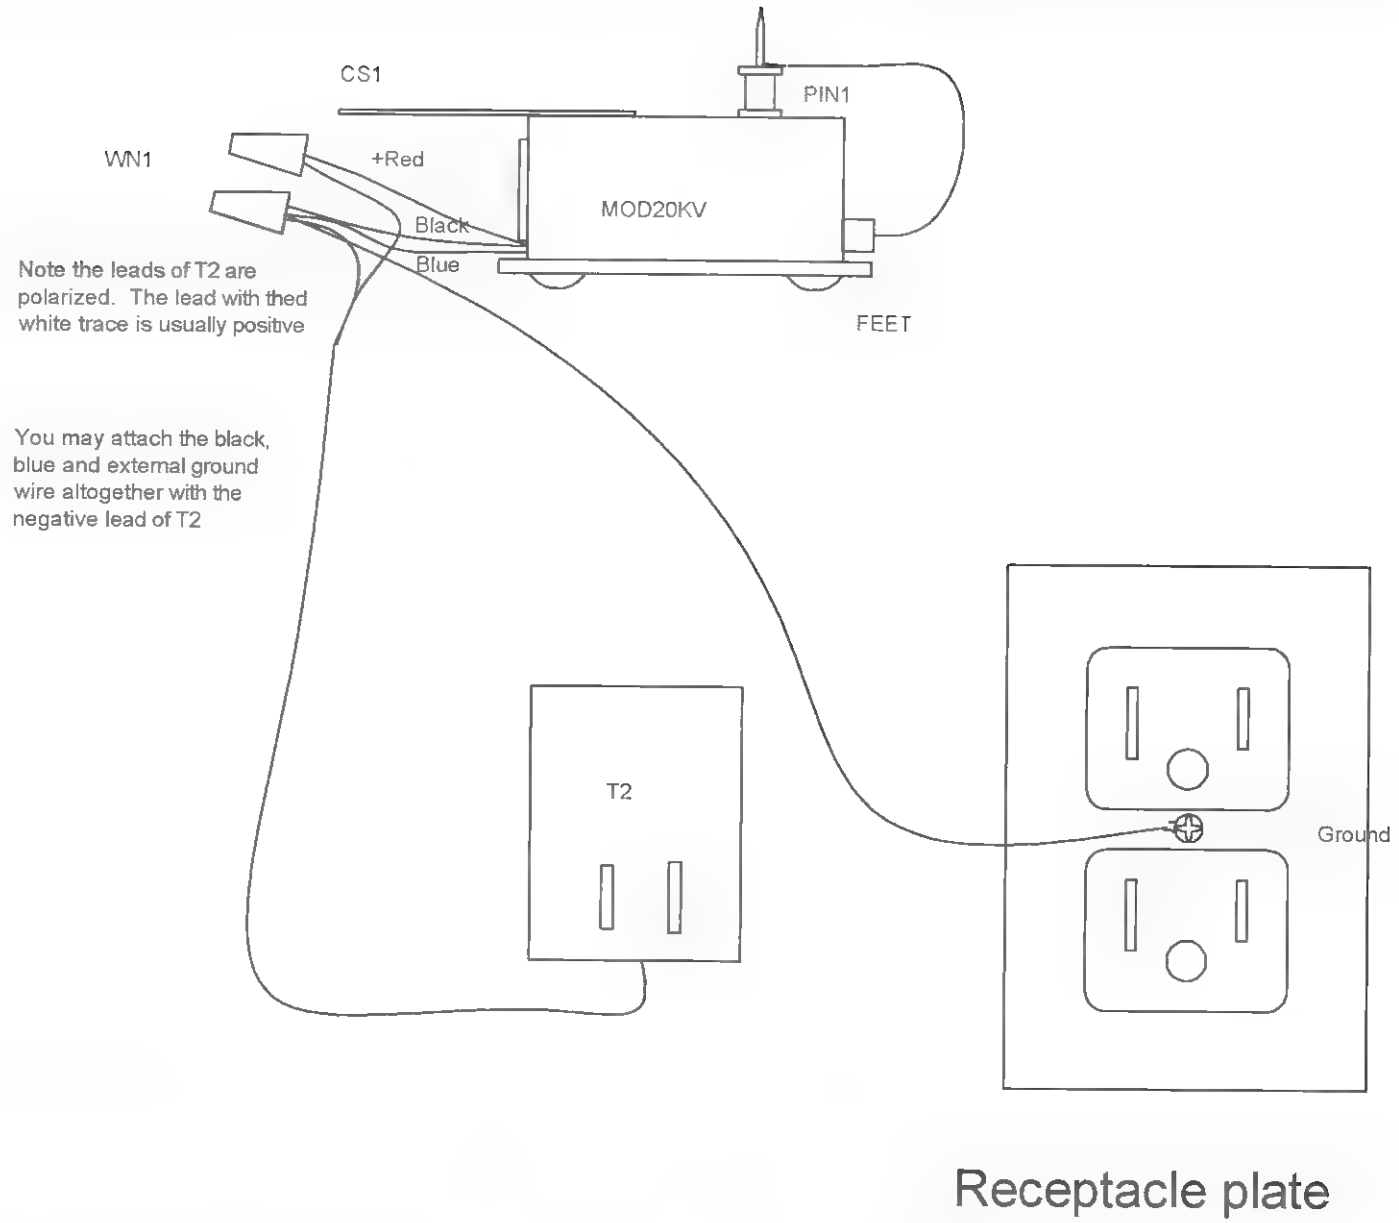

Figure 8-4 *Side view showing power connections*
5. Wire up the wall adapter (T2) and ground the lead using (WN1) wire nuts, as shown in Figure 8-4.